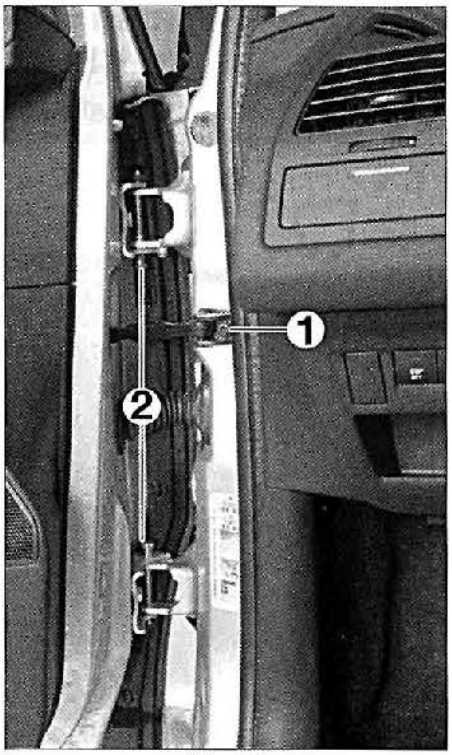

FIG. 45
- Desmontar el tornillo de fijación (1) **(fig. 45)** del tirante de puerta.